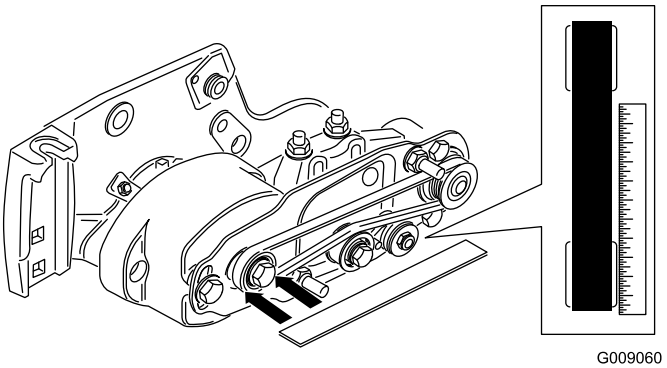

図 17
- **駆動**プーリの外側面に直定規を当てる図 17。駆動プーリと受動プーリの両方に直定規を **当てない** こと。